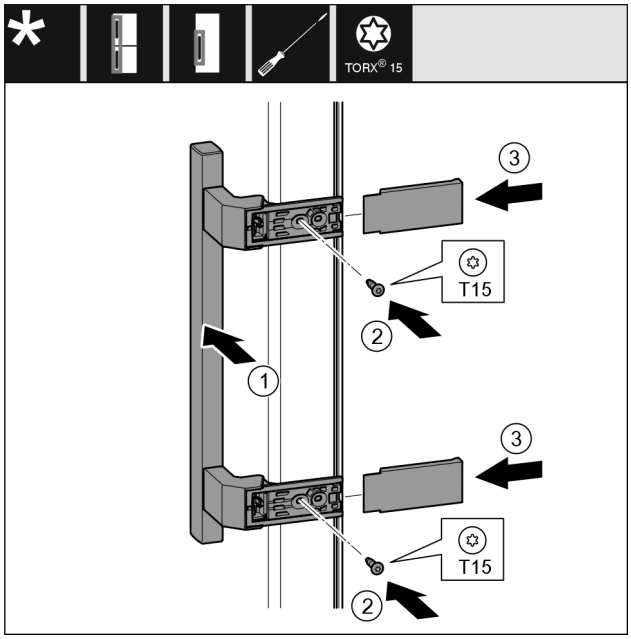

Fig. 19
- ▶ Pielieciet rokturi *Fig. 19 (1)* pretējā pusē.
- ▶ Ar skrūvgriezi pieskrūvējiet skrūves *Fig. 19 (2)*.
- ▶ Sānos pielieciet un uzbīdiet pārsegus *Fig. 19 (3)*.